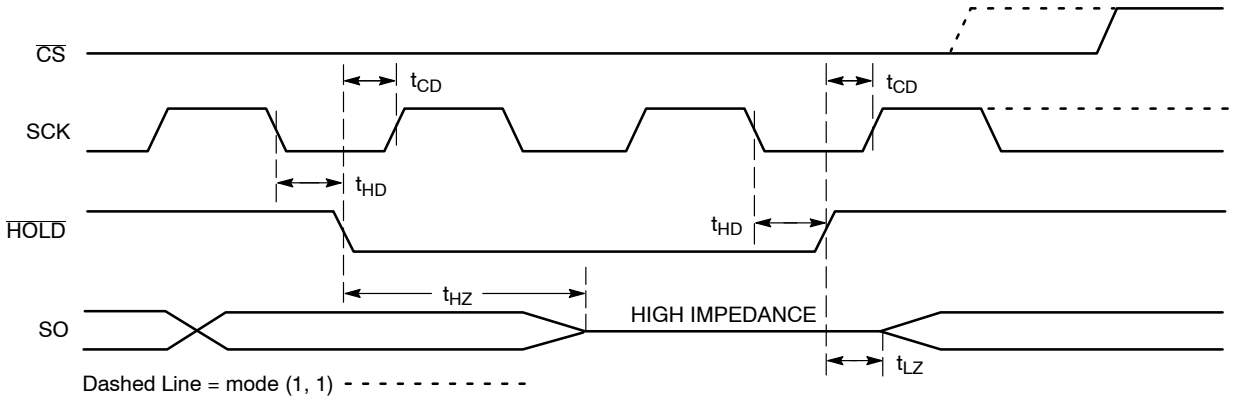

Figure 11. $\overline{\text{HOLD}}$ Timing
The $\overline{\text{HOLD}}$ input can be used to pause communication between host and CAV25512. To pause, $\overline{\text{HOLD}}$ must be taken low while SCK is low (Figure 11). During the hold condition the device must remain selected ($\overline{\text{CS}}$ low). During the pause, the data output pin (SO) is tri−stated (high impedance) and SI transitions are ignored. To resume communication, $\overline{\text{HOLD}}$ must be taken high while SCK is low.